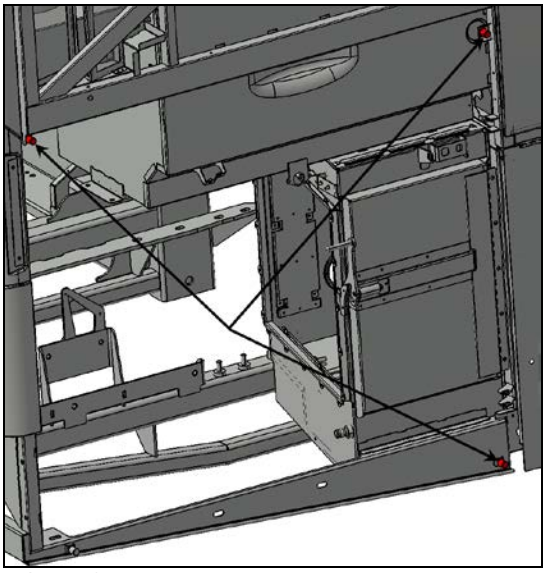
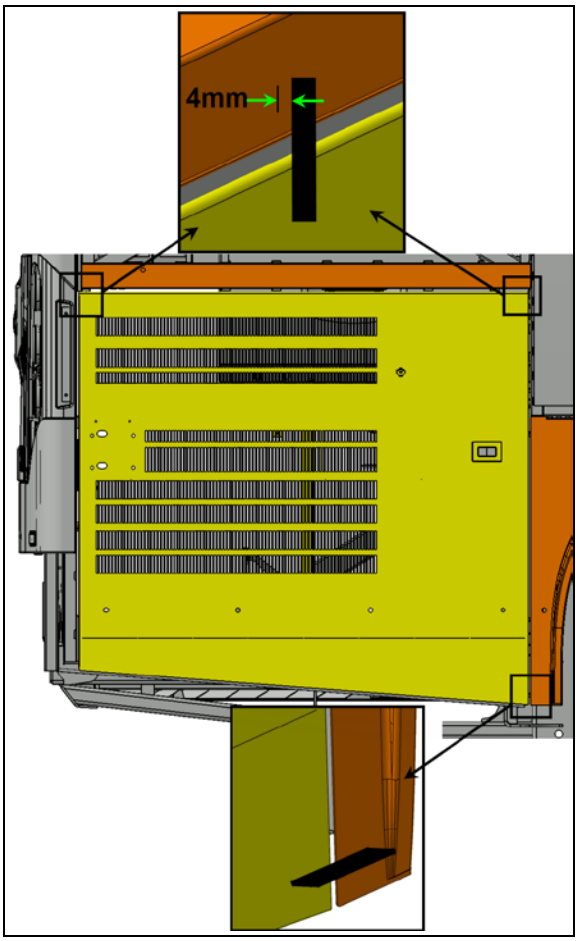

FIGURE 67
FIGURE 68
19. Screw in or out the two upper stoppers so that the upper part of the door exceeds the horizontal member by 5/32" to 3/16" (4mm to 5mm) (see FIGURE 67 & FIGURE 68).